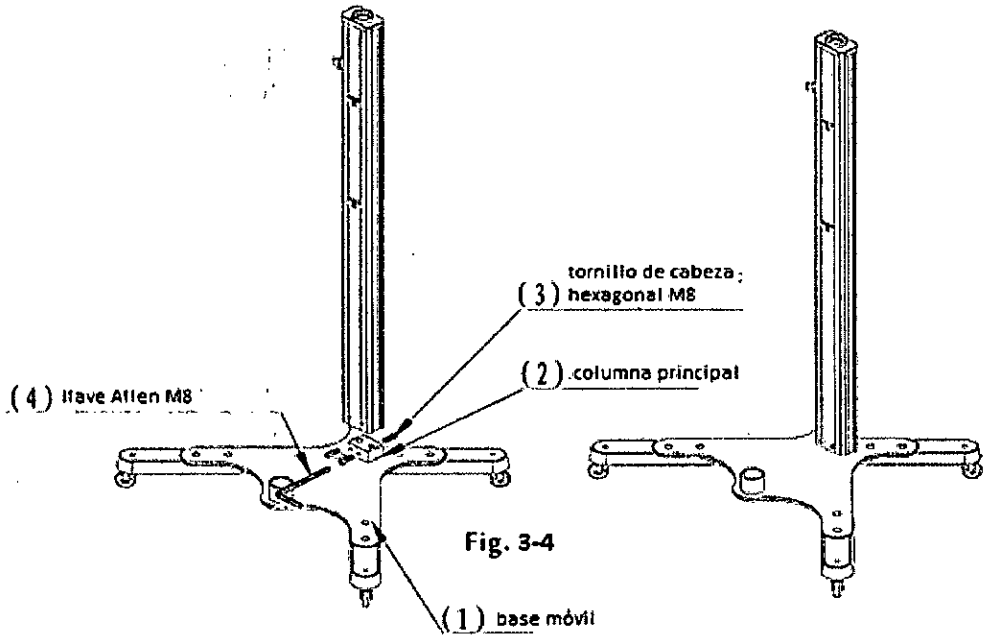

Fig. 3-4
**IV. Instalación de la columna principal (Fig. 3-4)**